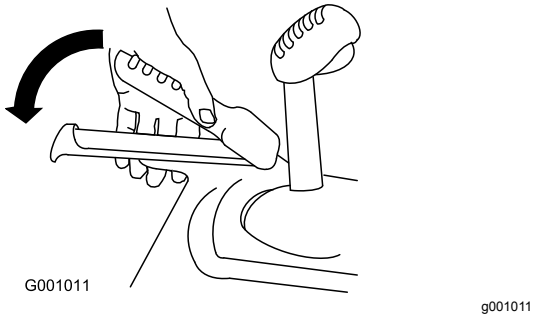

Figur 26
2. Aktiver trekkspaken, og hold den på plass (Figur 26).